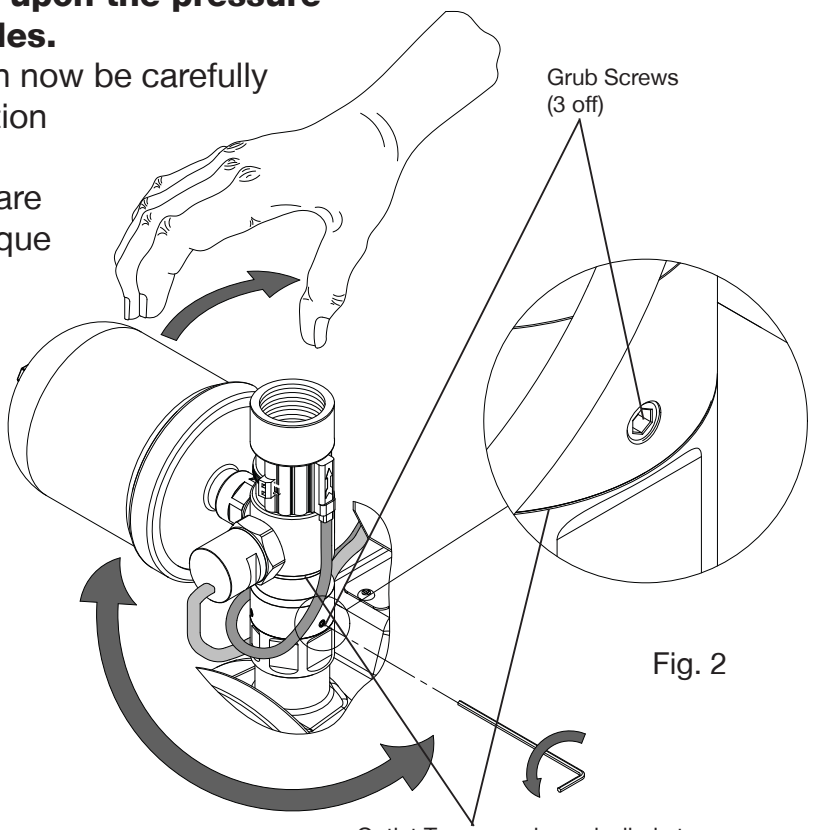

Fig. 2
b) Using a 2 mm allen key (not supplied), carefully loosen all three retaining grub screws by two turns (Fig. 2).